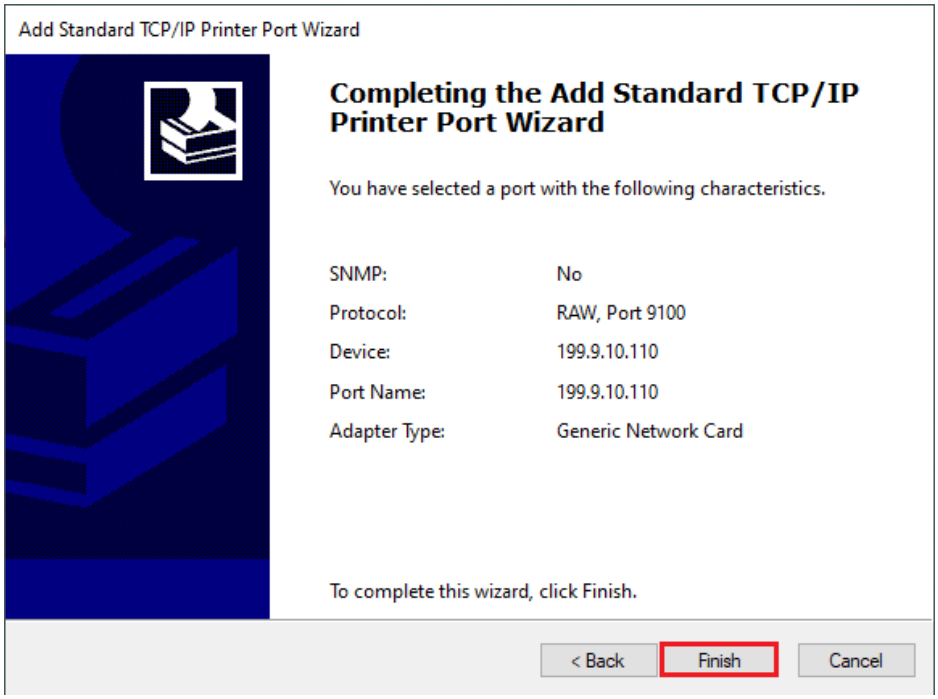

Figure 2-38 Complete adding Standard TCP/IP Printer Port
8. Windows will automatically detect the TCP/IP port. Click "Finish" to complete adding Standard TCP/IP Printer Port, as shown in Figure 2-38.